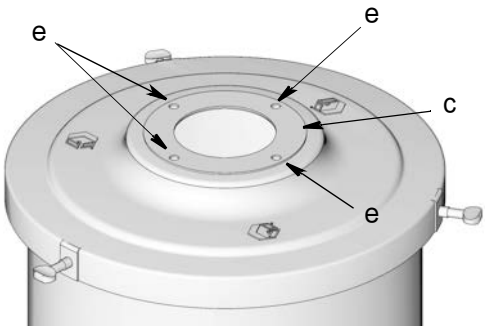

图 7
4. 检查垫圈 (c) 是否就位在储罐盖的顶部，摆放平整并且垫圈上的孔 (e) 与盖子上的孔对齐 （图 7）。